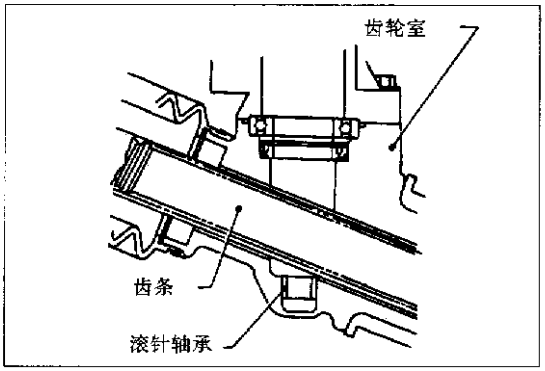

图 9－3－23
⑫在后室中安装主动齿轮，小心不要损伤油封，见图 9－3－24。